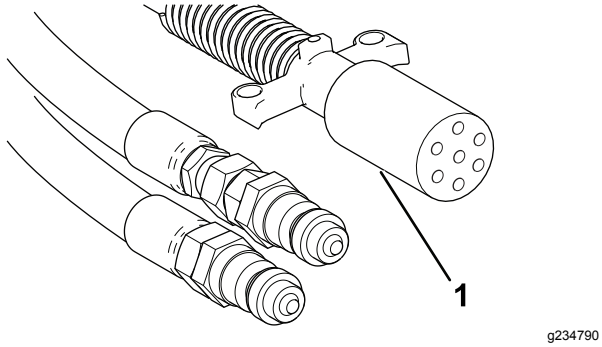

Figur 21
8. Anslut den lindade strömkabeln med 7 stift till maskinens uttag och bogserfordonet (Figur 21).